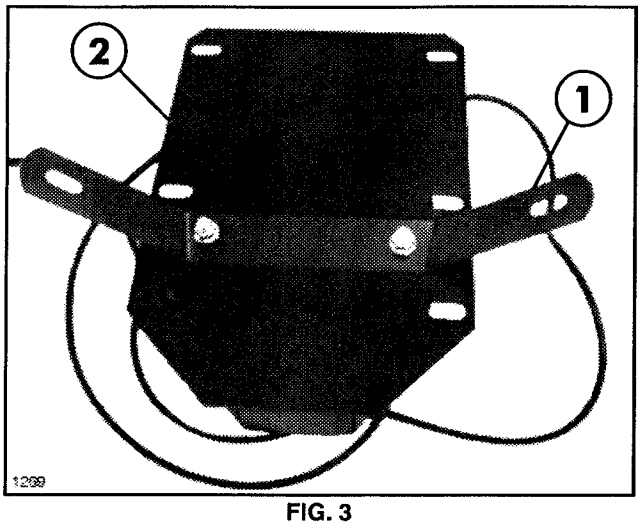

FIG. 3
5. Attach Respirator Bracket and Vehicle Mount PAPR Assembly to Respirator Plate using (2) 5/16 x 3/4" Flange Screws and (4) 5/16" Flange Nuts. See FIG. 3 & 4.